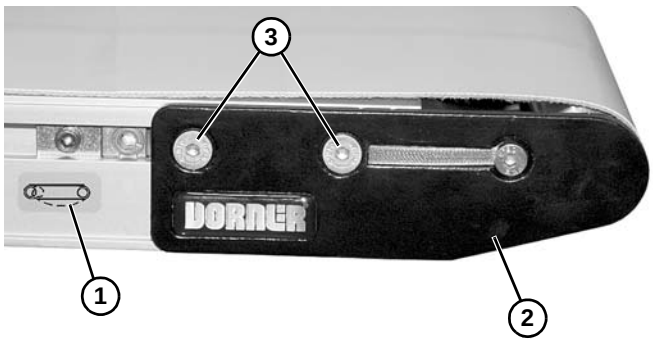

Figure 6
2. Sur l'extrémité où se trouve le tendeur de bande, identifié par , **(Figure 6, élément 1)** assembler en poussant la plaque de tête **(Figure 6, élément 2)** : Sur les deux côtés du convoyeur, desserrer les vis de fixation **(Figure 6, élément 3)** et pousser la plaque de tête vers l'intérieur.